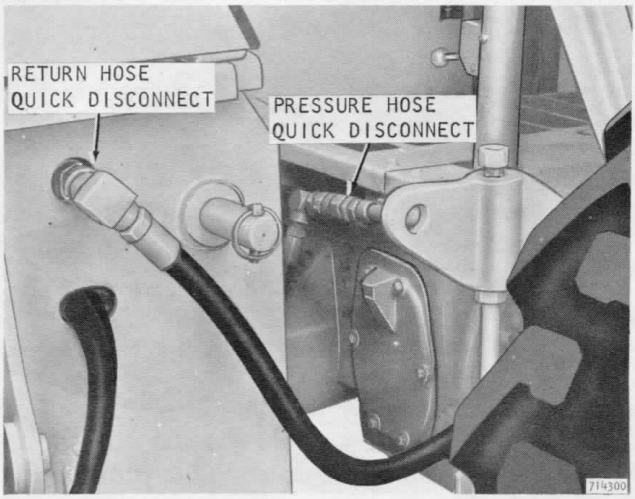

Figure 43 - Quick Disconnect Couplings
7. Slowly and carefully drive the tractor forward about one foot. Stop the engine and disconnect the pressure and return hoses at the quick disconnect couplings, Figure 43.
2. Stop the engine and connect the hydraulic lines, Figure 43. Be sure the couplings are fully engaged.